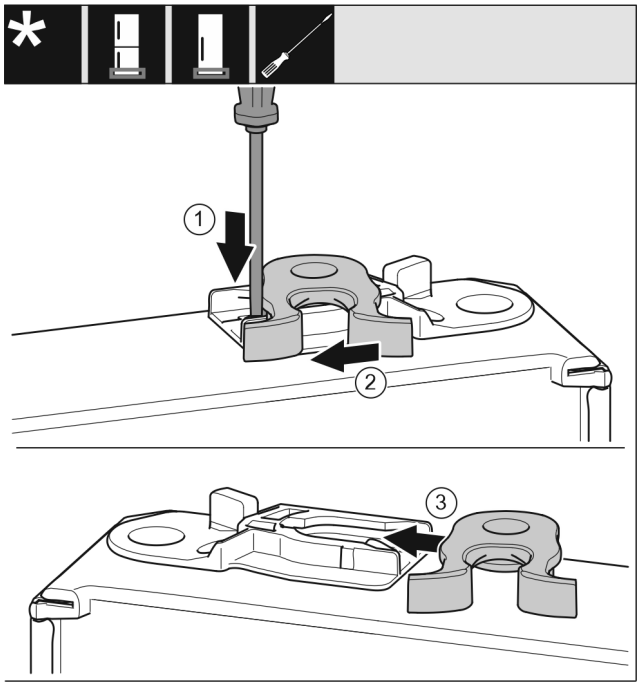

Fig. 20
- ▶ Lasche *Fig. 20 (1)* mit Schlitzschraubendreher nach unten drücken.
- ▶ Schließhaken *Fig. 20 (2)* aus Führung ziehen.
- ▶ Schließhaken *Fig. 20 (3)* auf anderer Seite in Führung schieben.